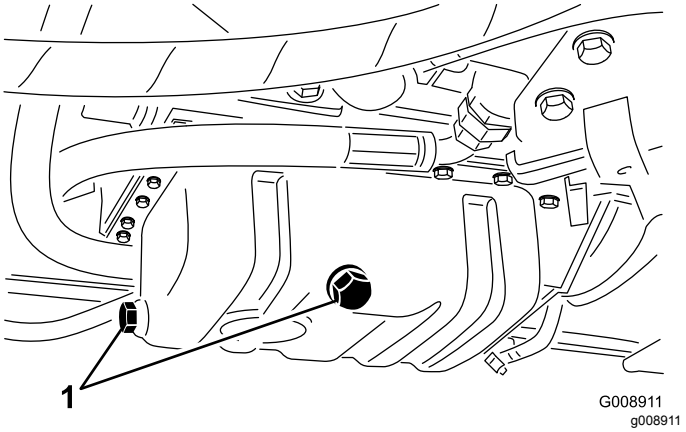

Figuur 45
1. Verwijder de aftapplug (Figuur 45) en laat de olie in een opvangbak lopen.